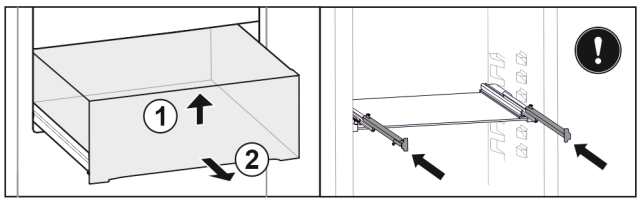

Fig. 66
▶ Lift up drawer at the front. *Fig. 66 (1)*
▶ Remove drawer to the front. *Fig. 66 (2)*